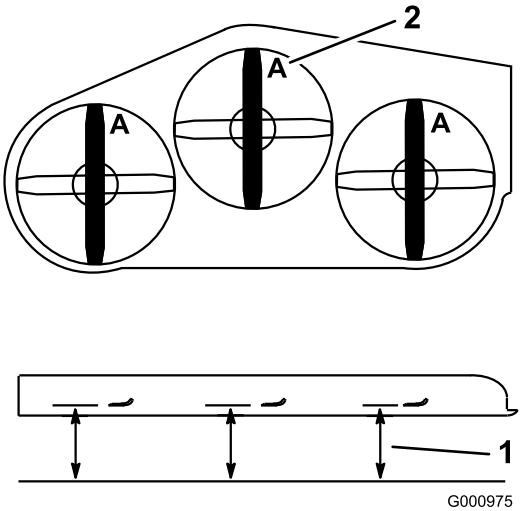

Figuur 90
3. Draai de messen totdat de uiteinden in de lengterichting liggen (Figuur 90). Meet de afstand tussen een horizontaal oppervlak en de snijrand, stand **A**, van de messen (Figuur 90). Noteer deze afstand.